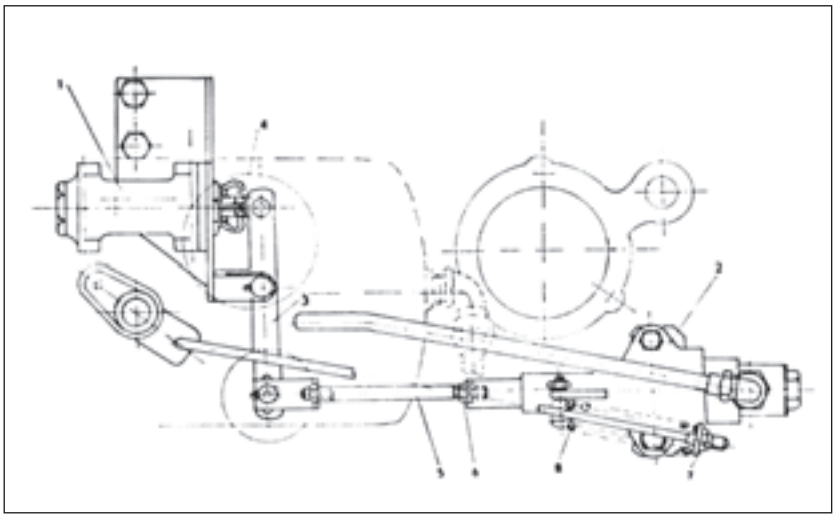

Fig. 191
In order to coordinate the brakes of the tractor and the trailer, a rocking lever (Fig. 191/3) is inserted between the pressure compensator (Fig. 191/1) and the brake valve (Fig. 191/2). The backlash between the compensator piston and the fork (Fig. 191/4) has to be eliminated. To do so, release the lock nut and turn the draw rod (Fig. 191/5). After the backlash elimination tighten the draw rod with the lock nut. The draw rod is to be attached to the lever (Fig. 191/3), namely in the second hole from the bottom. The other holes, the first or third from the bottom, can be used with regard to the various types of the trailers or saddle trailers after the tractor set has been tested.
2. Screw the draw rod (Fig. 191/5) slowly into the fork till the air „hisses" for the first time from the brake valve and the pressure on the gauge, which has been connected to the clutch head (Fig. 98), partially drops for the first time. Then turn the draw bar by 1/4 up to 1/2 of a turn in the opposite direction. Lock the draw bar (Fig. 191/5) in this position with the nut (Fig. 191/6).
With the brake pedal very slowly depressed, the draw bar (Fig. 191/5) should move 1.2 to 2 mm, then the pressure at the trailer coupling head will drop to zero. Just after this drop, if the pedal is further pressed down, the draw rod must move at least another 2 mm. Similarly, the pressure at the trailer coupling head will drop to zero when pulling the hand brake lever to the third tooth of the ratchet wheel.
The synchronization of the tractor hand brake and the trailer brakes is adjusted with a nut (Fig. 191/7). The nut has to be adjusted so that the spring (Fig. 191/8) is not preloaded and is without a play.